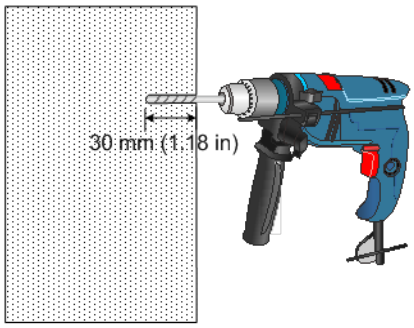

図 3-7 壁面の穴あけ
3) マーキングをした位置に、図 3-7 の通り直径 6mm/深さ 30mm の穴を空けてください。